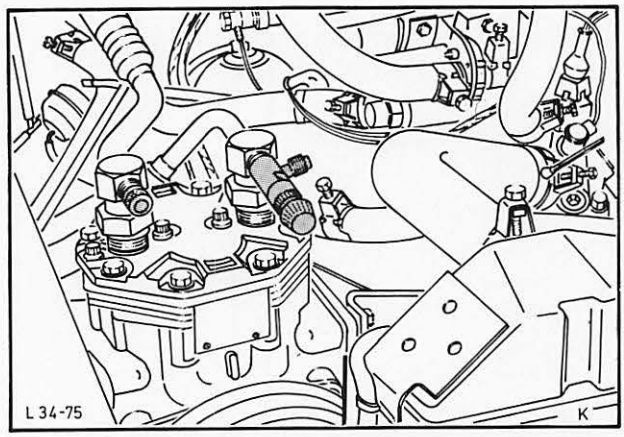

Abb. 59 Kältemittel über Druckventil langsam ablassen
2. Kältemittel über Druckventil am Kompressor langsam ablassen, Abb. 59.